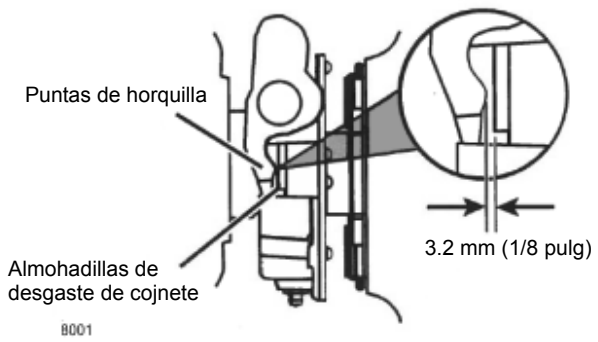

FIGURA 7-29
- El tornillo de ajuste está ajustado a una tolerancia de desgaste de 1.6-3.2 mm (1/16-1/8 pulg), como se ilustra (Figura 7-29).
11. Verifique el juego libre: Revise la distancia entre las puntas de la horquilla y las almohadillas de desgaste de cojinete. Debe ser de 3.2 mm (0.125 pulg) (Figura 7-29). Para cambiar el espacio libre, ajuste el tope de pedal superior en la cabina.